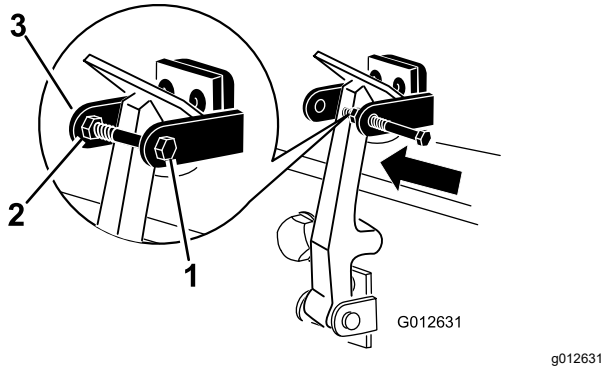

Figur 15
7. Skru bolten inn på den andre armen til panserlåsbraketten for å låse låsen i stilling (Figur 15).